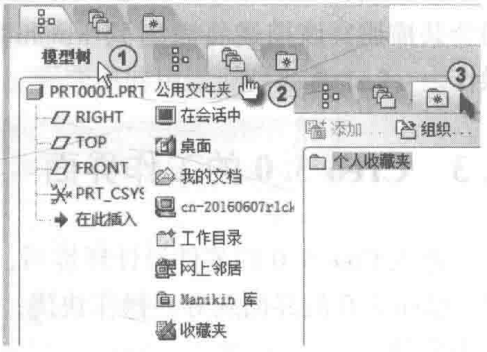

图 1-4　导航栏区
导航栏区位于窗口工作区的左侧。导航栏中包括模型树、文件夹浏览器、收藏夹和相关网络技术资源等内容。单击相应选项按钮，可打开相应的导航面板，如图 1-4 中①~③所示。